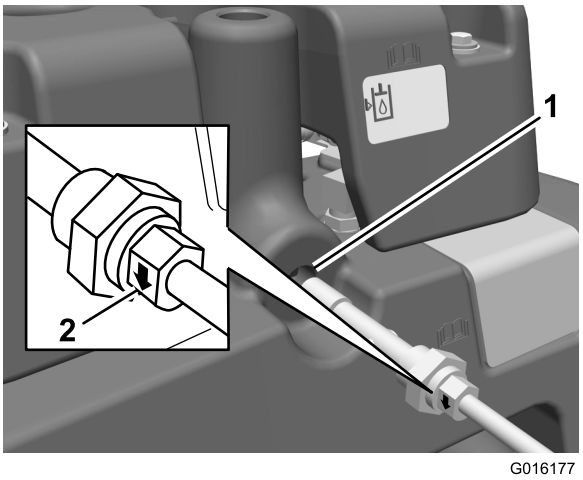

Figur 7
27. Fjern pluggen på den hydrauliske hovedtanken og monter sensoren for nivået til den hydrauliske oljen (Figur 7).
Merk: Pass på at indikatorpilen på hver side av mutteren som fester sensoren for nivået til den hydrauliske oljen peker nedover (Figur 7).